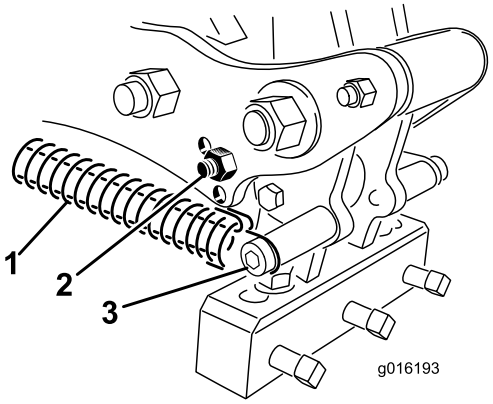

**Figuur 35**
3. Maak de veerspanning naar de tandenkop los (Figuur 35).
4. Verwijder de bumperbout en de bumper van de koppelingsarm en plaats deze terug in de andere instelopening (Figuur 35).